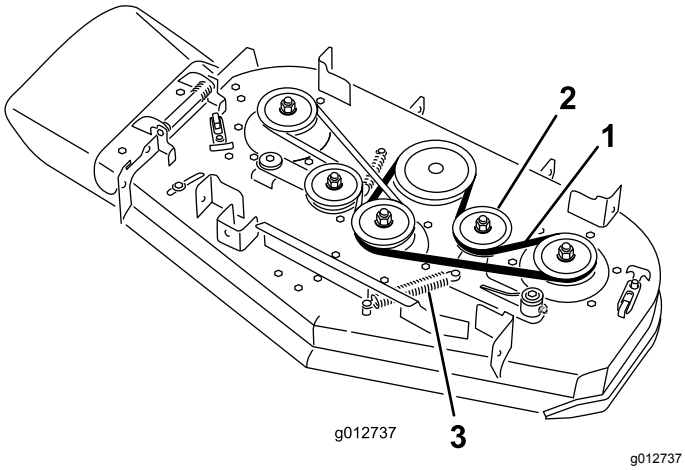

Figur 65
A. Ta bort fjädern från förankringen på mellanremskivans arm (Figur 65).
B. Ta bort den utslitna klipparremmen (Figur 65).
C. Montera en ny klipparrem runt däckskivorna, kopplingsskivan och mellanremskivan (Figur 65).